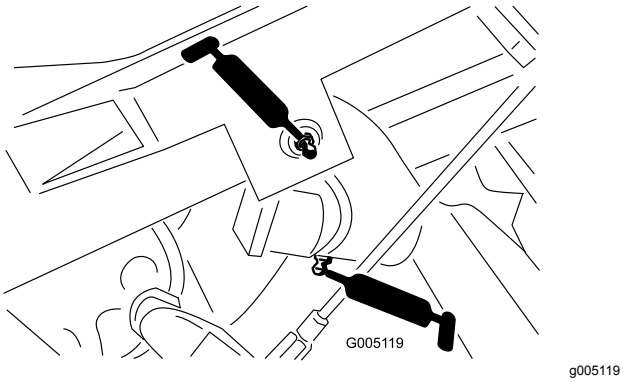

Figuur 38
- Draaipunt van hefarm (3) en draaischarnier (3) (Figuur 38)